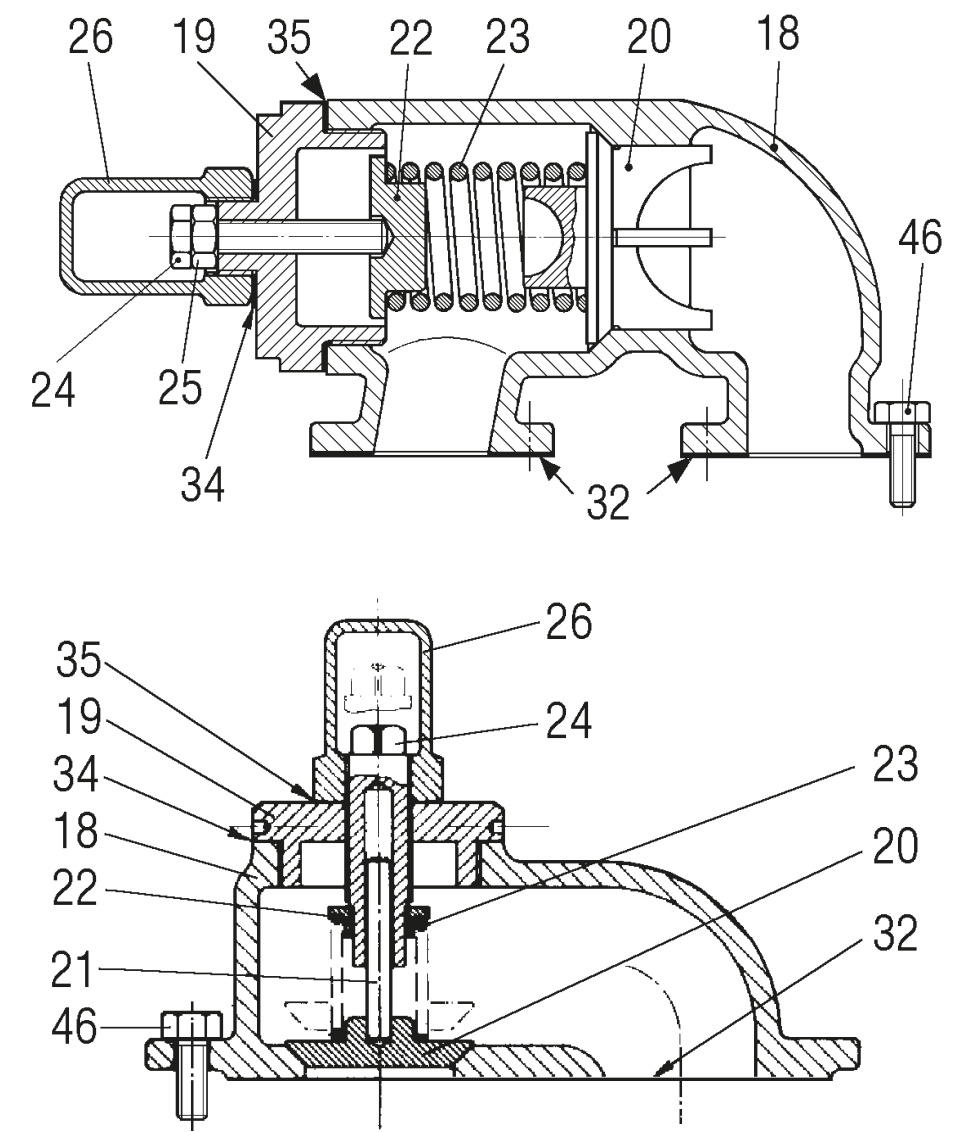

afb. 11
10.5 Instelling van de veiligheidsklep (by-pass) (afb. 11).
- ☐ Als de pomp een veiligheidsklep heeft die op het deksel gemonteerd is (afb. 11) dan is het niet nodig deze klep te verwijderen. Als ook de klep onderhoud nodig heeft, schroef dan bouten (46) los en verwijder de klep, zorg ervoor de pakking(en) (32) daarbij niet te beschadigen. Gebeurt dat toch, vervang ze dan.